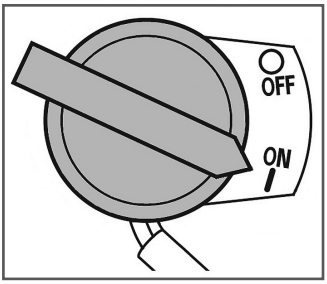

Рис. 17 Основной выключатель зажигания
4. Переведите основной выключатель зажигания в положение «ON» (Включено) (Рис. 17).
6. Переведите основной выключатель зажигания в положение «OFF» (ВЫКЛЮЧЕНО) (Рис. 17).